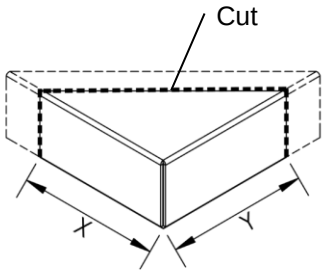

Figure 2
2. **Figure 2.** Cut the provided corners as per the measurements.